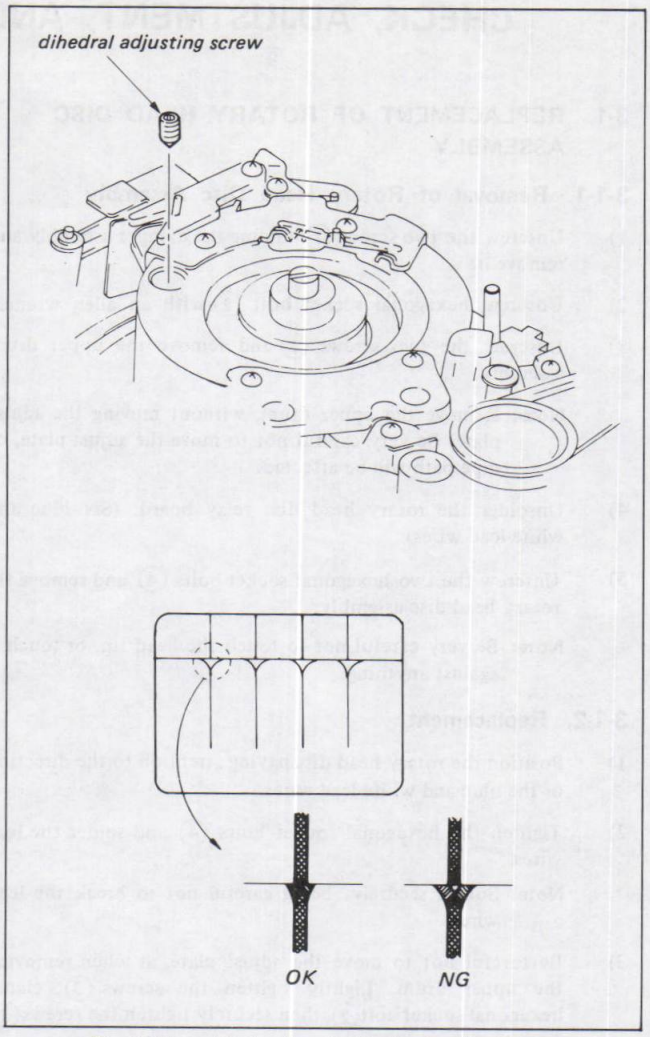

Fig. 3-3. Video head dihedral adjustment
1. As shown in Fig. 3-3, screw two dihedral adjustment screws (Tool Ref. No. J-10) in the holes opposite side of blue lead wires from the video head so that the heads of screws are on the same level as the surface of rotary video head disc.